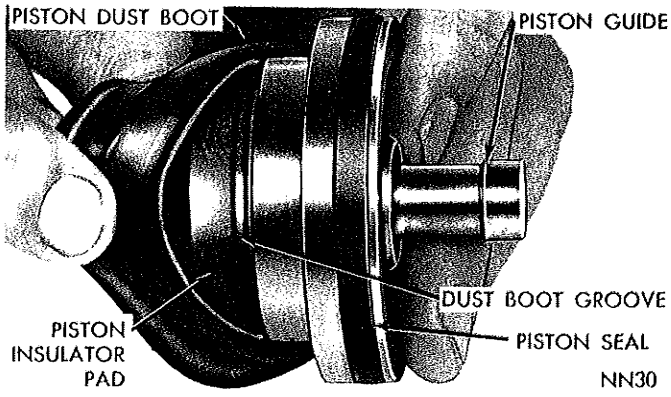

*Fig. 9—Removing the Piston Dust Boot*
(6) Remove piston dust boot by grasping edge and pulling out of its groove (Fig. 9).